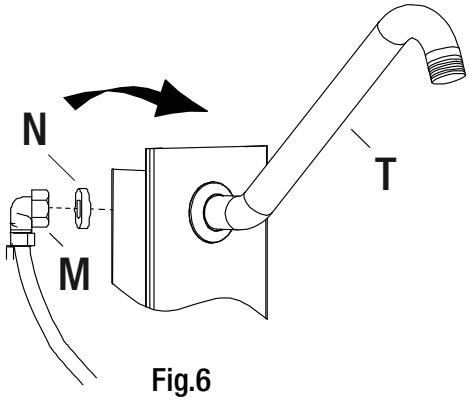

Fig.6
- Place the rubber washer (N) onto the L-fitting (M).
- Connect the L-fitting (M) to the shower arm (T), see Fig. 6.